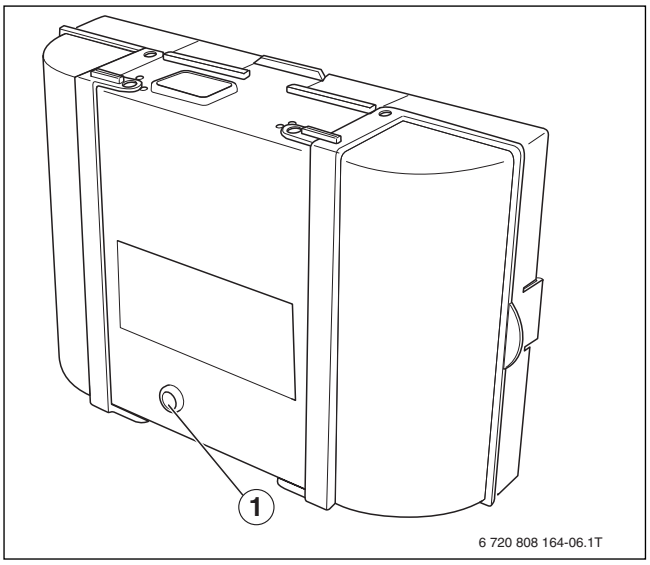

Fig. 10 Réinitialisation des défauts sur les appareils de contrôle du brûleur
▶ Touche reset (→ fig. 10, [1])